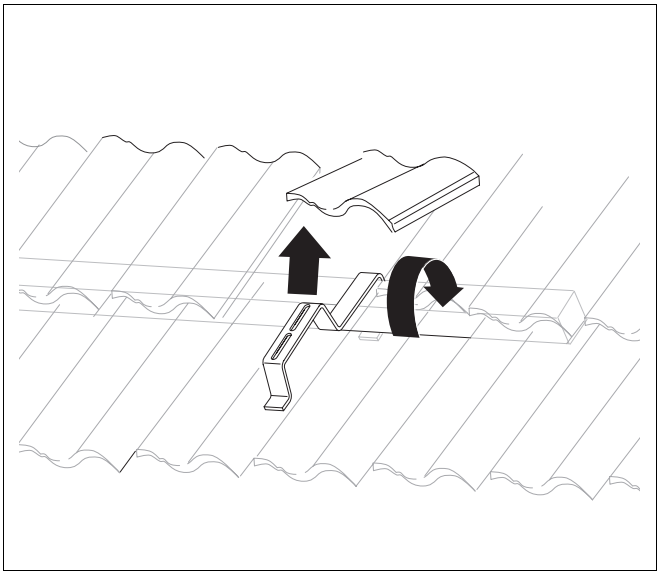

Afb. 26 Dakhaken aanbrengen
- Hef de betroffen dakpan op (afb. 26).